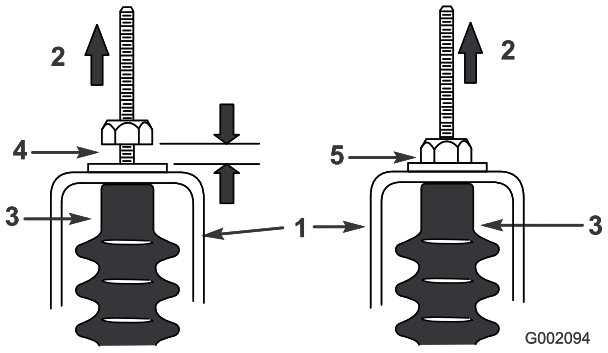

Figura 49
5. Tirate verso l'alto ciascun cavo del cambio e verificate che vi sia un gioco di 0,76–1,52 mm tra il dado con rondella e la staffa di folle (Figura 49).